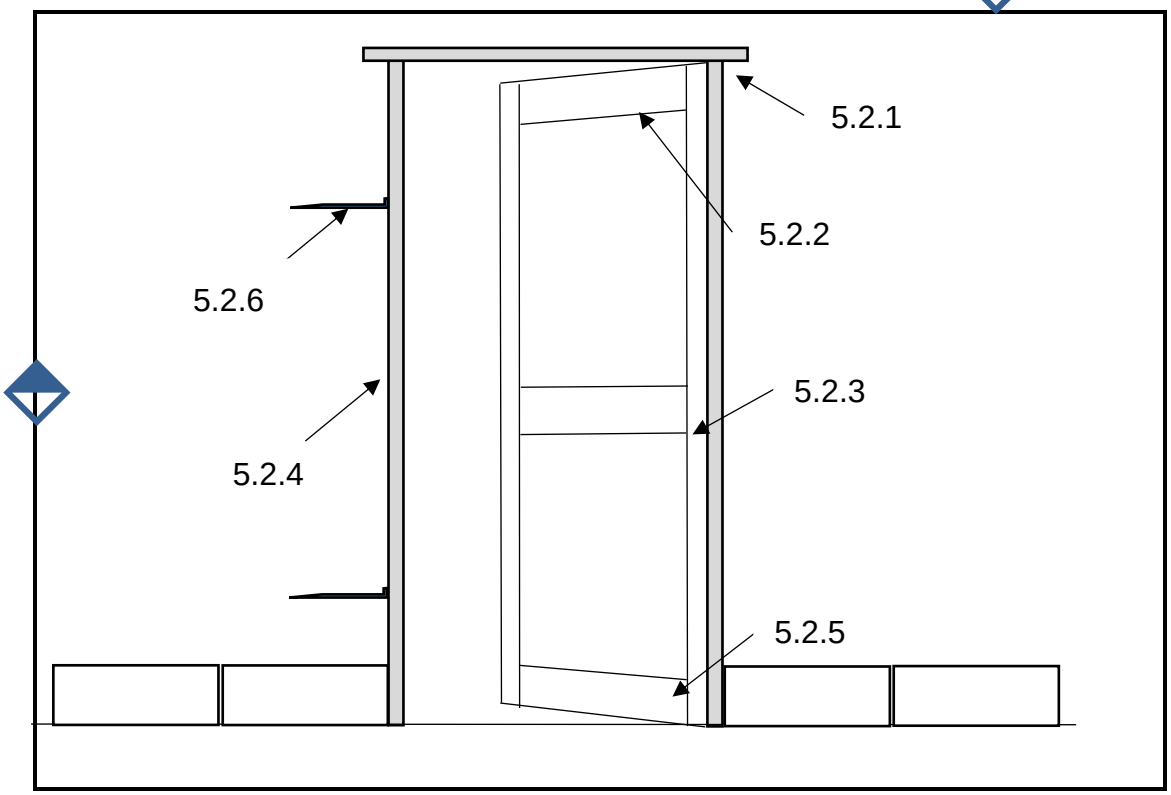

FIGURE 1
5.2 FIGURE 1 below shows the front view of a partially opened door hinged into a door frame that is built into a wall. Label the parts by writing only the name next to the number (5.2.1–5.2.6) in the ANSWER BOOK.